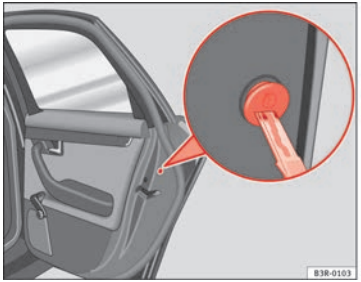

Abb. 72 Notverriegelungsvorrichtung
– Drehen Sie die Abdeckkappe etwas mit dem Zündschlüssel ⇒Abb. 72 und kippen Sie anschließend die Kappe nach unten.